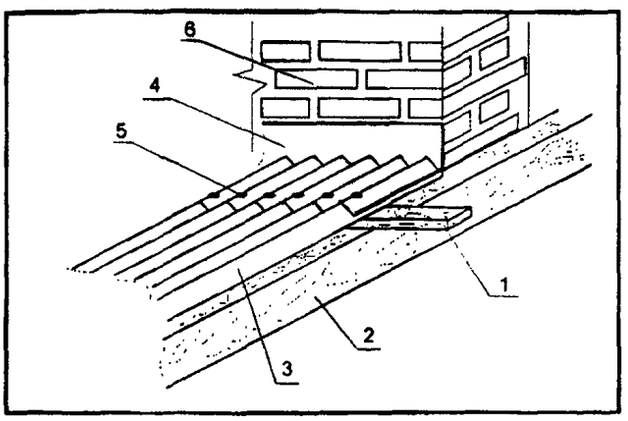

Рисунок 10.
2.17. На торцевом стыке кровли с вертикальными стенами и печными трубами используют покрывающий фартук Ондулин. Стык покрывающего фартука с вертикальной стеной необходимо надежно гидроизолировать. Прибивать покрывающий фартук к листу необходимо по каждой волне (рис. 10).